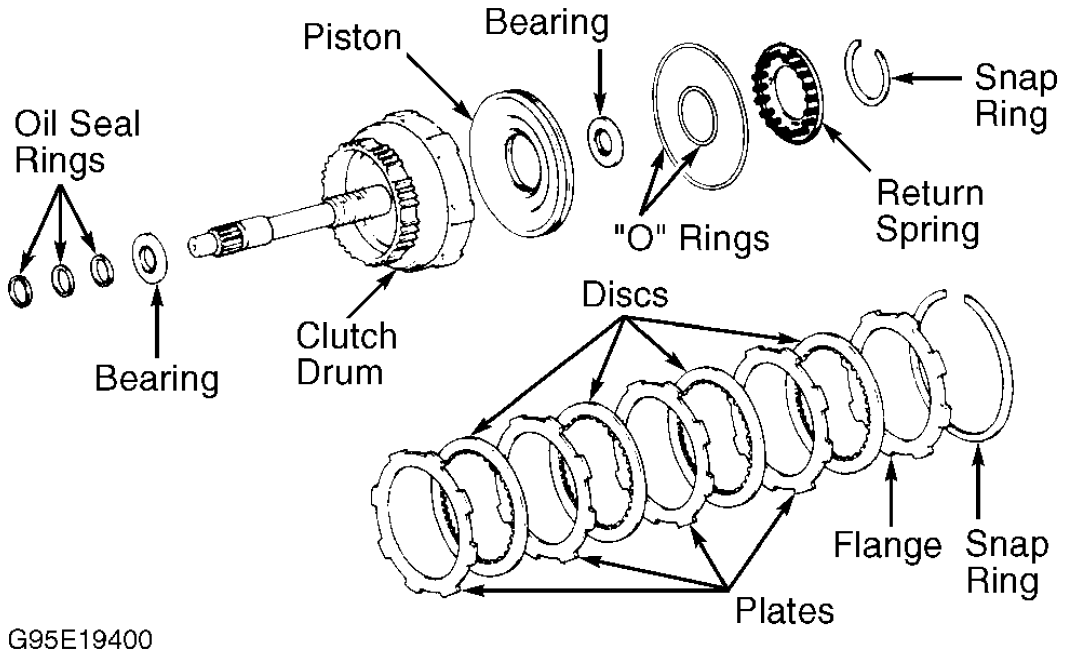

Fig. 23: Exploded View Of Forward Clutch
2. Remove snap ring from clutch drum. See **Fig. 23** . Remove flange, discs and plates. Note number and location of components. Using appropriate compressor, compress springs and remove snap ring. Remove return spring assembly. Remove retainer and springs. Apply compressed air to oil passage to remove